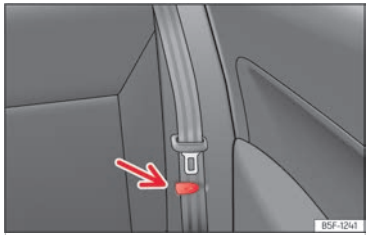

Fig. 95 Asiento trasero: pinza para sujetar el cinturón de seguridad.
- Coloque los cinturones de seguridad laterales en la pinza del revestimiento ››› fig. 95.